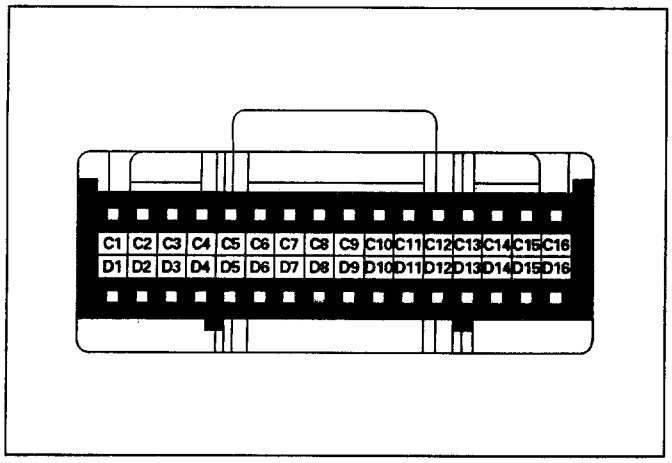

Fig. 8-37
1. For those connectors on which specific terminal numbers or symbols are shown (such as ECM, DERM for SRS), the terminal numbers or symbols are used in the circuit diagram, irrespective of the above rule (Fig. 8-37).